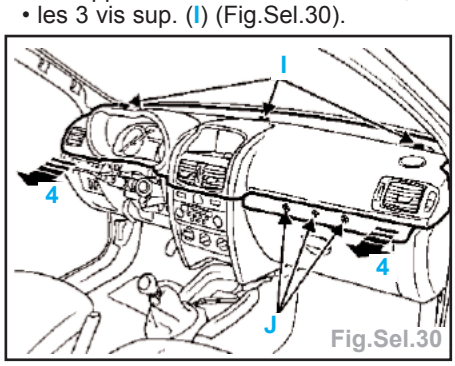

Fig.Sel.30
- les 3 vis sup. (I) (Fig.Sel.30).